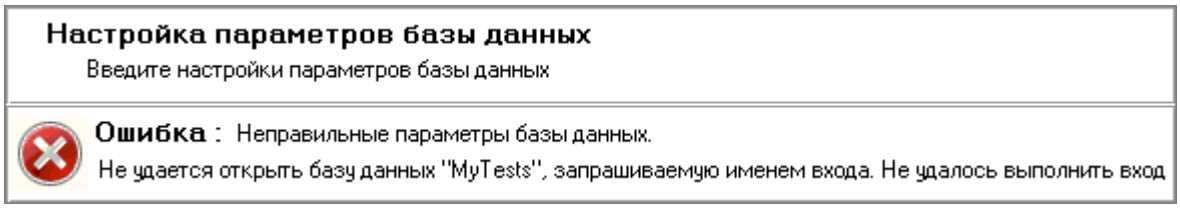

Рисунок 4-23 Предупреждение при неправильном указании псевдонима
– если неверно введен псевдоним Базы данных, то отобразится следующее предупреждение (см. Рисунок 4-23).